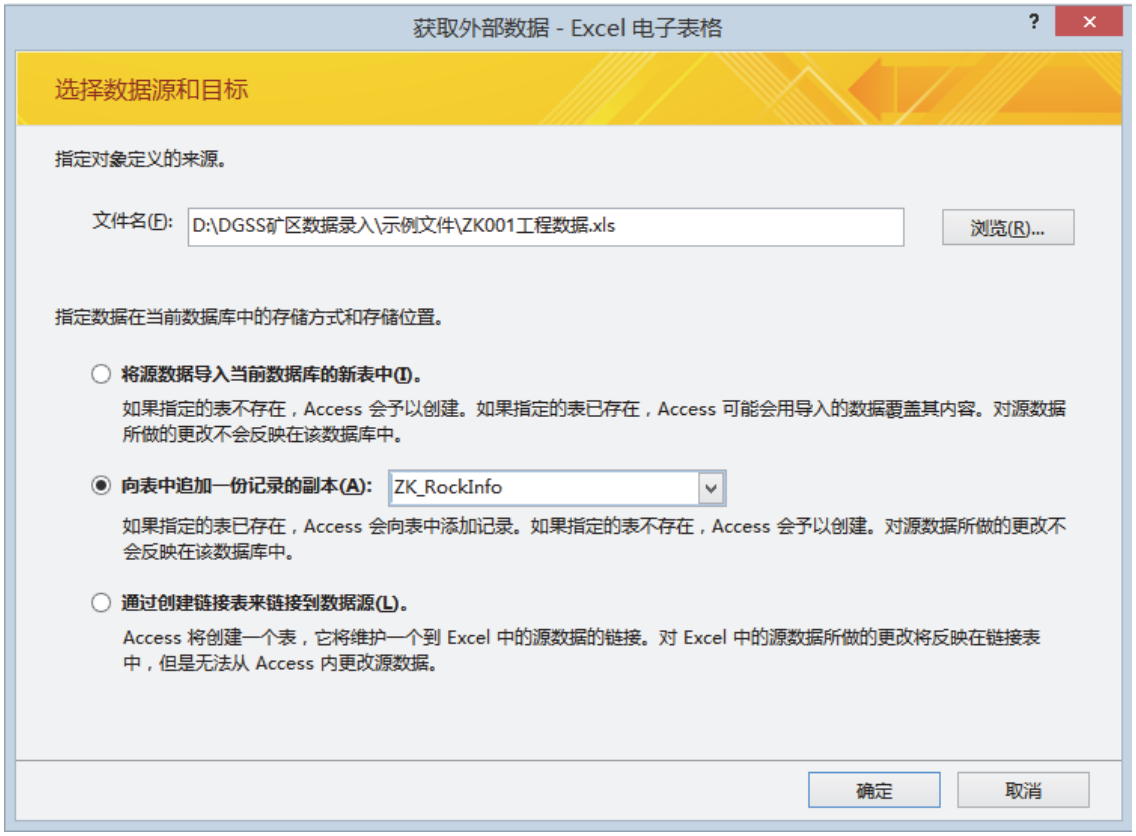

图 A-9
2. 在弹出的“获取外部数据”对话框（见图 A-9）中，点击“浏览”按钮，指定“ZK001 工程信息. xls”文件的位置，在“向表中追加一份记录的副本”下拉框中选择“ZK_RockInfo”，然后点击确定；